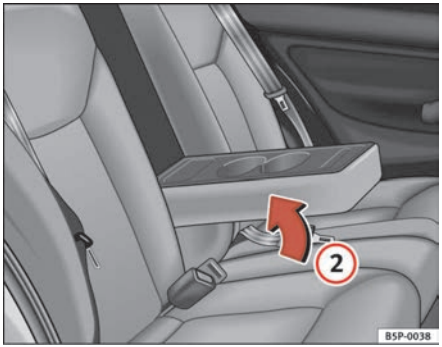

Fig. 110 Rear armrest/drink holder ▶
– To close, lift the Drink holder*/ armrest* in the direction of the arrow ⇒ page 142, fig. 110 (2).